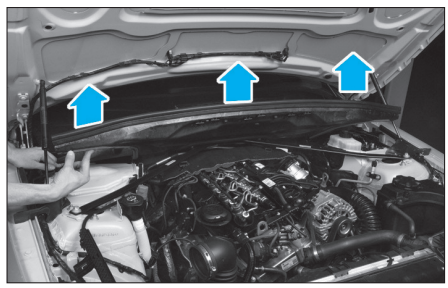

Fig. 95
• Déposer la partie avant de la grille d'auvent comme illustré **(Fig.95)**.